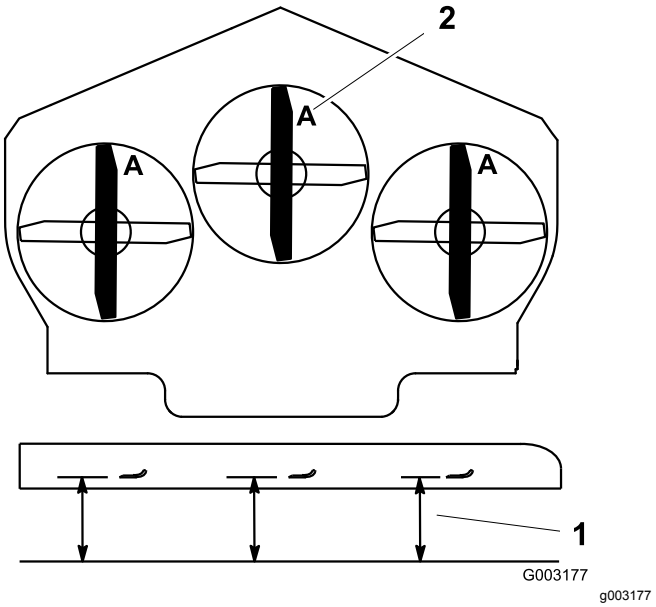

Figuur 109
4. Meet de afstand tussen een horizontaal oppervlak en de snijrand, stand **A**, van de messen (Figuur 109).